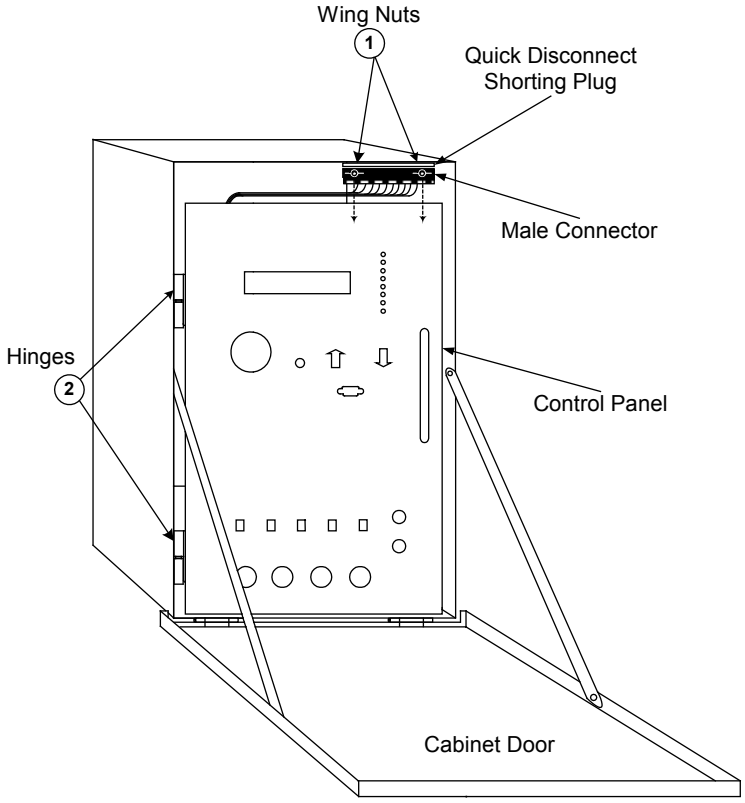

Figure 5-24 Howard Industries Control in Cabinet
3. Remove and save the wing nuts from the quick disconnect shorting plug (Item #1, Figure 5-24), then pull down on the male connector portion of the plug to disconnect it.
4. Swing the panel outward, then lift panel off of its hinges (Item #2, Figure 5-24).
4. If the M-6200A replacement panel was not purchased with the B-2203-H2 or B-2203-H4 hardware kit, connect the wiring harness to the male connector half saved from the original control (Figure 5-24).
5. Reconnect the male half of the quick disconnect plug, then reinstall the wing nuts (Item #1, on Figure 5-24).
12. Reconnect the male connector to the quick disconnect plug, then reinstall the wing nuts (Item #1, on Figure 5-24).